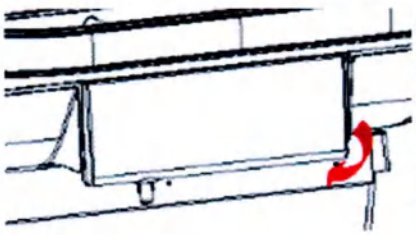
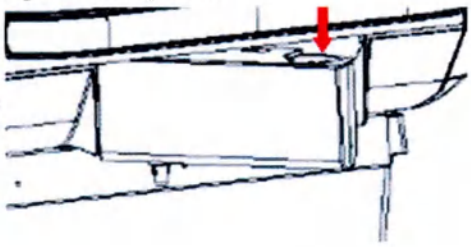

Рис. 1
Рис. 2
(1) При добавлении воды потяните за паз, обозначенный надписью «ОТКРЫТЬ» в правом нижнем углу емкости, и поверните наружу по часовой стрелке (т. е. в направлении, указанном дуговой стрелкой на рис. 1), при этом максимальный угол поворота может составлять до 90°, после открытия емкости видна каплевидная крышка емкости над ней (т.е. область, указанная вертикальной стрелкой на рис. 2). Затем отвинтите крышку емкости в направлении, указанном на крышке, и залейте соответствующий объем воды во входное отверстие для воды. После наполнения водой верните резервуар в исходное положение, выполнив действия, указанные выше, в обратном порядке.